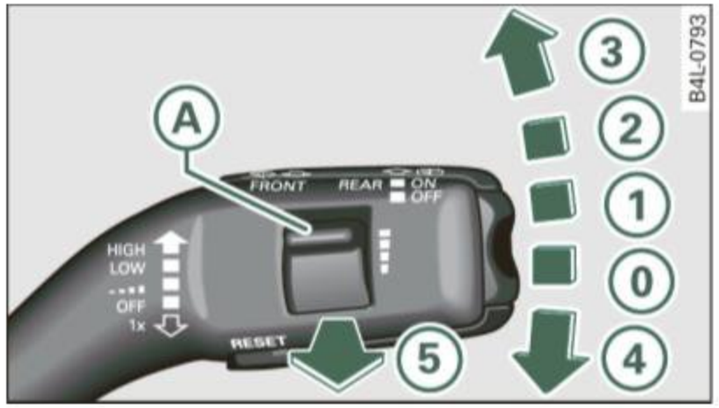

Fig. 61 Wiper lever: windshield wiper lever positions
The windshield wiper lever ⇒ fig. 61 has the following positions:
– Switch the ignition off again and move the wiper lever ⇒ *page 62,* fig. 61 from position **0** to **1** within 10 seconds. The wiper arms now move into the field of view in the windshield.